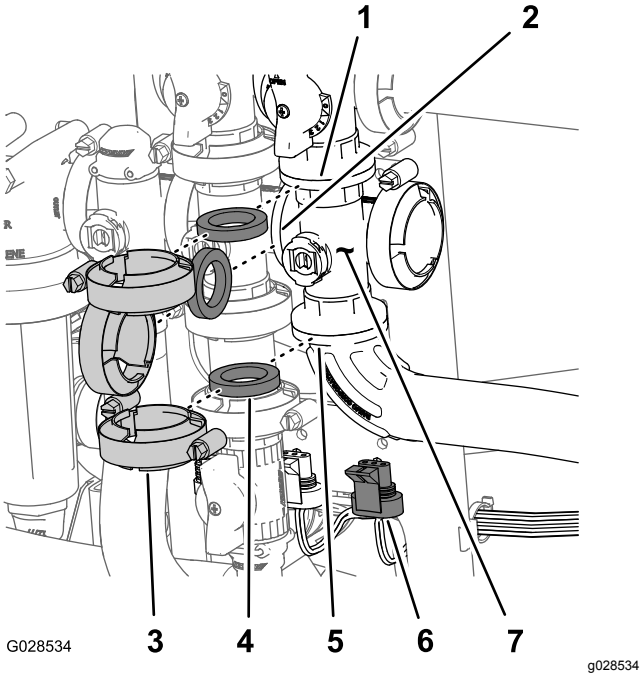

Figur 92
1. Afmonter de klemmer og pakninger, der fastgør manifolden til hovedbomventilen (Figur 92) til hovedbommens omløbsventil, omrøringsventilen og 90° knærøret (for enden af slangen til gennemstrømningsmåleren).